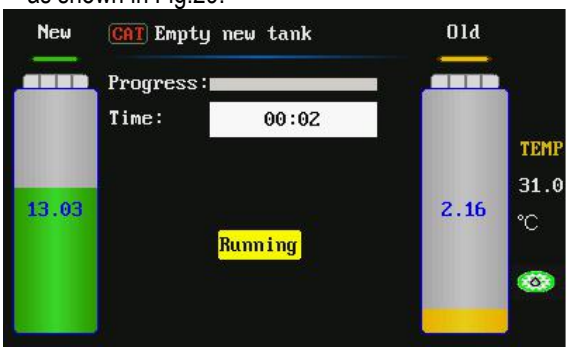

Fig.29
3) The system will OK into the interface for Empty new tank, and automatically start fluid draining operation, as shown in Fig.29.